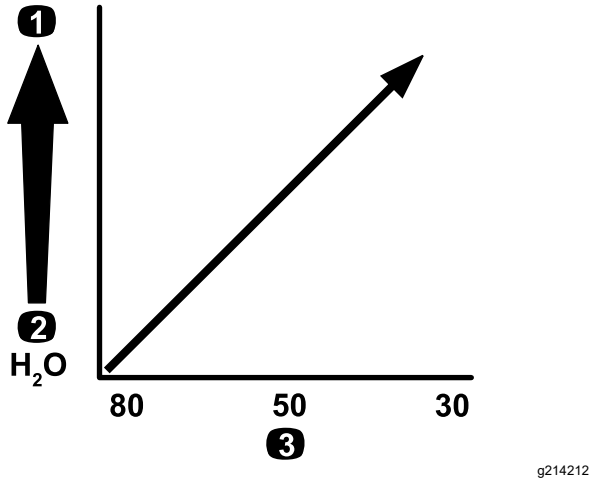

**Figur 23**
***Viktigt:*** **När du sprutar med kemiska produkter med högre viskositet (tjockare) eller lösningar med slampulver kan du behöva använda ett grövre skärmnät för sugfiltertillvalet. Se Figur 23.**